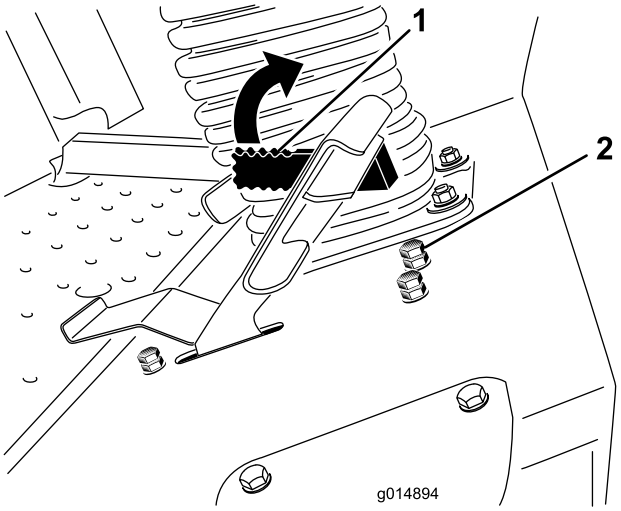

Figur 52
Du kan fälla fram hastighetsbegränsaren (Figur 52) för att minska hastigheten när du använder maskinen.
3. Lossa kontramuttern på hastighetsbegränsarens stoppskruv (Figur 52).